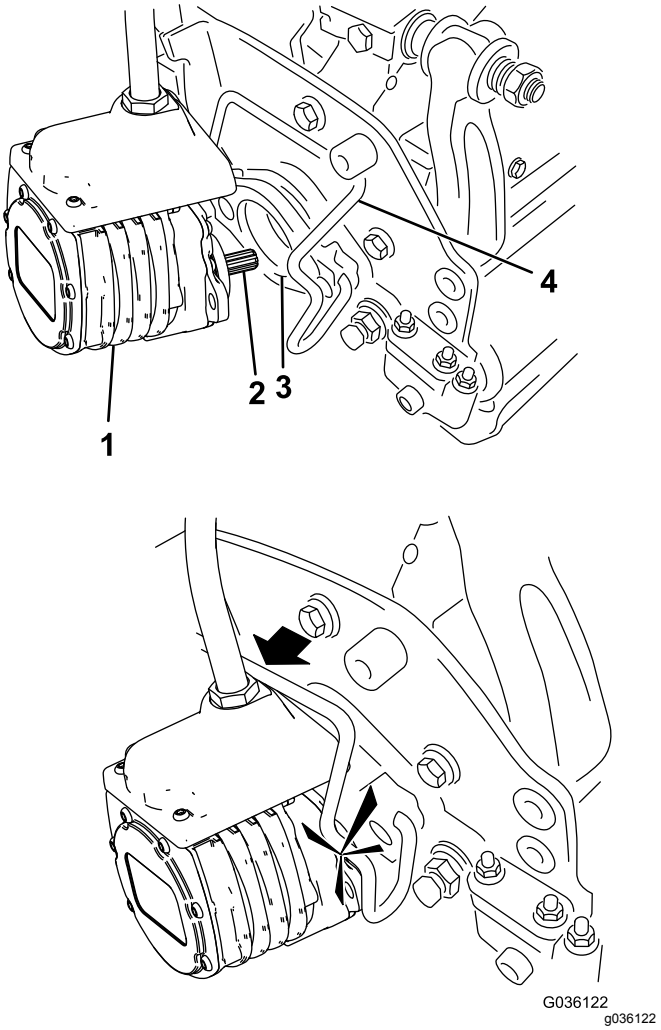

Figuur 55
6. Smeer schoon vet op de sleufas van de motor van het maaidek (Figuur 55).
7. Steek de motor in de linkerkant van het maaidek (gezien vanuit de bestuurdersstoel) en trek de motorbevestigingsstang op het maaidek in de richting van de motor totdat u aan beide kanten een klik hoort (Figuur 55).